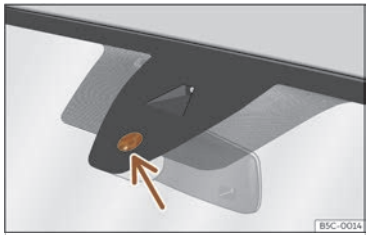

Fig. 82 Superficie sensible del sensor de lluvia.
Las posibles causas de anomalías e interpretaciones erróneas *en la zona de la superficie sensible* ››› fig. 82 del sensor de lluvia son, entre otras:
- **Suciedad**: el polvo seco, la cera, el recubrimiento de los cristales (efecto loto) o los restos de detergente (túnel de lavado) pueden disminuir la efectividad del sensor de lluvia o hacer que reaccione más tarde, más despacio o que no funcione. Limpie regularmente la superficie sensible del sensor de lluvia ››› fig. 82 (flecha) y compruebe posibles daños en las escobillas.